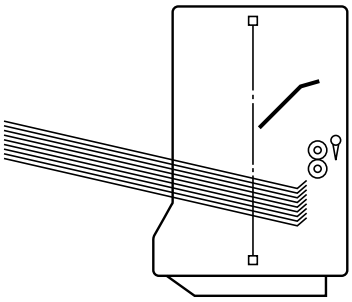

Fig. 4-4
(3) When all sheets on the bins are removed, the bins are initialized. (Fig. 4-4)